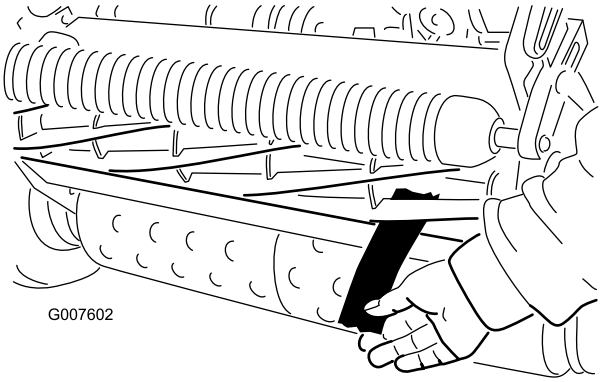

Figur 46
12. Testa klipprestandan genom att föra in en lång remsa av klipprestandapapper mellan cylindern och underkniven, i rät vinkel mot underkniven (Figur 46). Rotera cylindern långsamt framåt. Den ska klippa papperet.